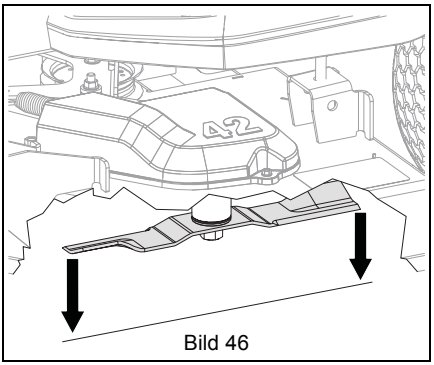

Bild 46
3. Mät avståndet till marken till framänden och bakänden på bladet på båda sidor av maskinen. Se Bild 46.